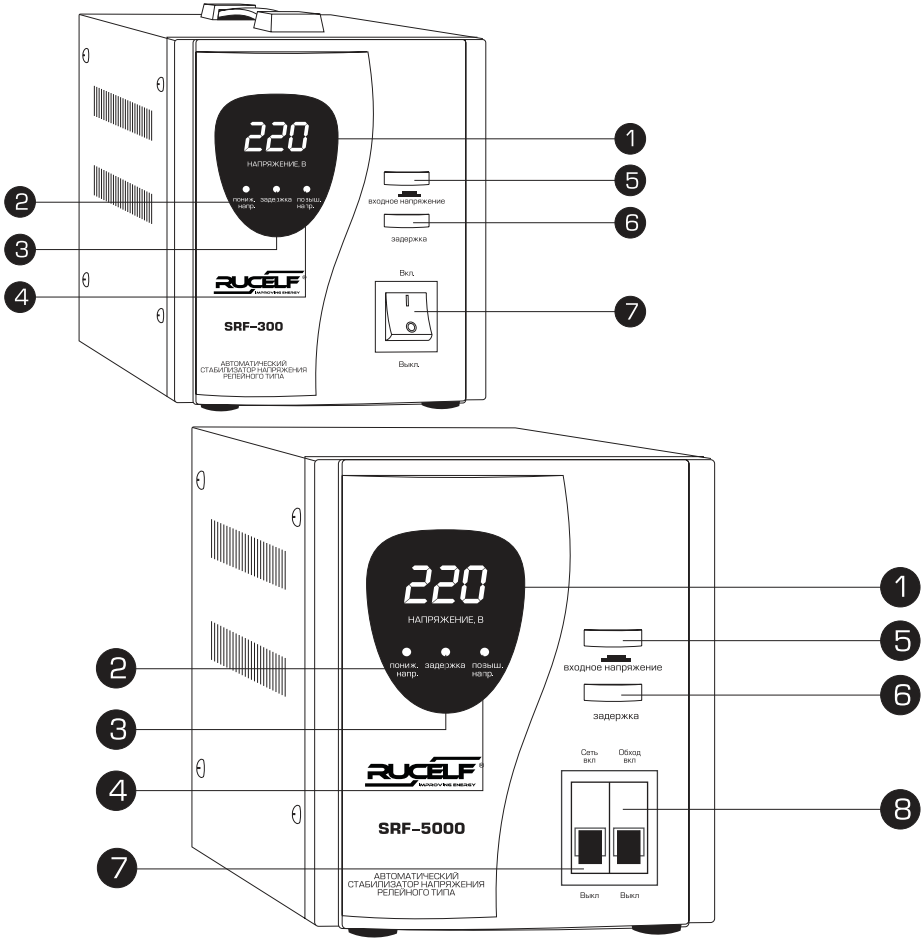

Рис. 2
- Перед підключенням переконатися, що кнопка або автоматичний вимикач № 7,8 (рис.2) знаходиться в положенні «Выкл.».